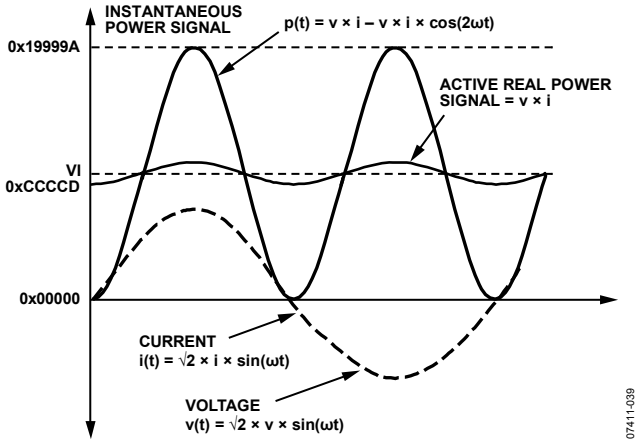

Figure 42. Active Power Calculation
Note that the active power is equal to the dc component of the instantaneous power signal p(t) in Equation 9, that is, VI. This is the relationship used to calculate active power in the ADE5166/ADE5169/ADE5566/ADE5569. The instantaneous power signal p(t) is generated by multiplying the current and voltage signals. The dc component of the instantaneous power signal is then extracted by LPF2 (low-pass filter) to obtain the active power information. This process is illustrated in Figure 42.
The ADE5166/ADE5169/ADE5566/ADE5569 also incorporate an active power offset register (WATTOS[15:0]). It is a signed, twos complement, 16-bit register that can be used to remove offsets in the active power calculation (see Figure 42). An offset can exist in the power calculation due to crosstalk between channels on the PCB or in the IC itself. The offset calibration allows the contents of the active power register to be maintained at 0 when no power is being consumed.
As mentioned in the Active Energy Calculation section, the discrete time sample period (T) for the accumulation register is 1.22 µs (5/MLCK). With full-scale sinusoidal signals on the analog inputs and the WGAIN register set to 0x000, the average word value from each LPF2 is 0xCCCCD (see Figure 42). The maximum positive value that can be stored in the internal 49-bit register is 2^{48} (or 0xFFFF,FFFF,FFFF) before it overflows. The integration time under these conditions when WDIV = 0 is calculated in the following equation: